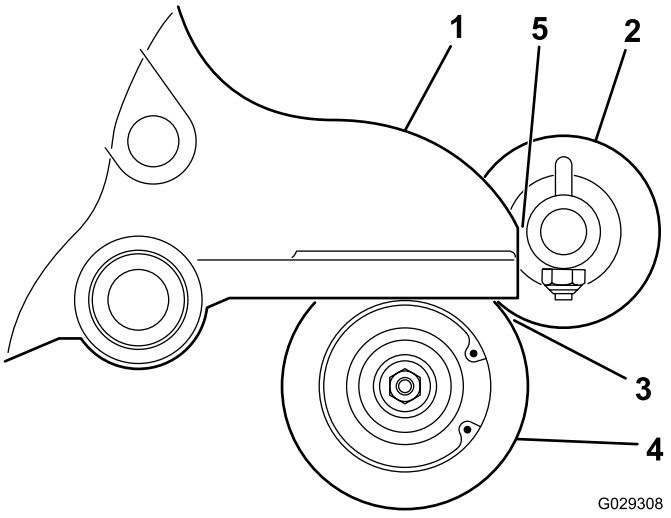

Figura 14
16. Sitúe el cepillo del rodillo de manera que apenas toque el rodillo trasero (Figura 14).